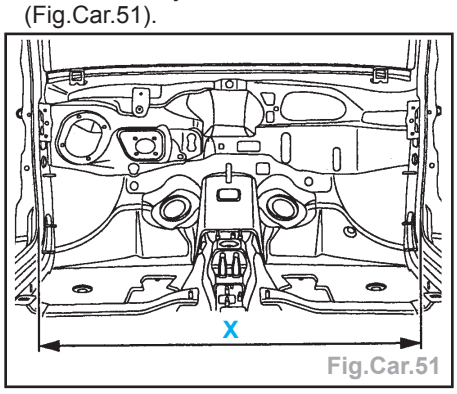

Fig.Car.51
- Contrôler les jeux : X = 1395 ± 1 mm (Fig.Car.51).